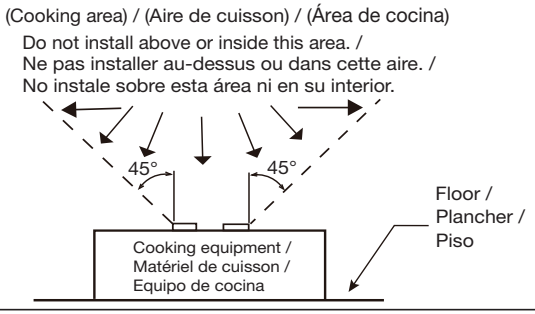

Fig. 1
3. Do not install fan above or inside 45-degree angle projected outwards from the cooking equipment element closest to the unit (Fig. 1).
3. N'installez pas le ventilateur au-dessus ou à l'intérieur d'un angle de 45 degrés projeté vers l'extérieur à partir de l'élément de l'équipement de cuisson le plus proche du ventilateur (Fig. 1).
3. No instale el ventilador encima o dentro de un ángulo de 45 grados proyectado hacia afuera desde el elemento del equipo de cocina más cercano a la unidad (Fig. 1).